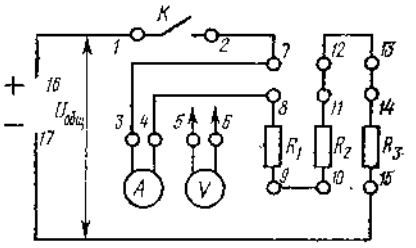

Рис. 4. Схема для исследования цепей с различными видами соединений резисторов
2. Собрать электрическую цепь по схеме (рис. 4) и дать проверить ее преподавателю.